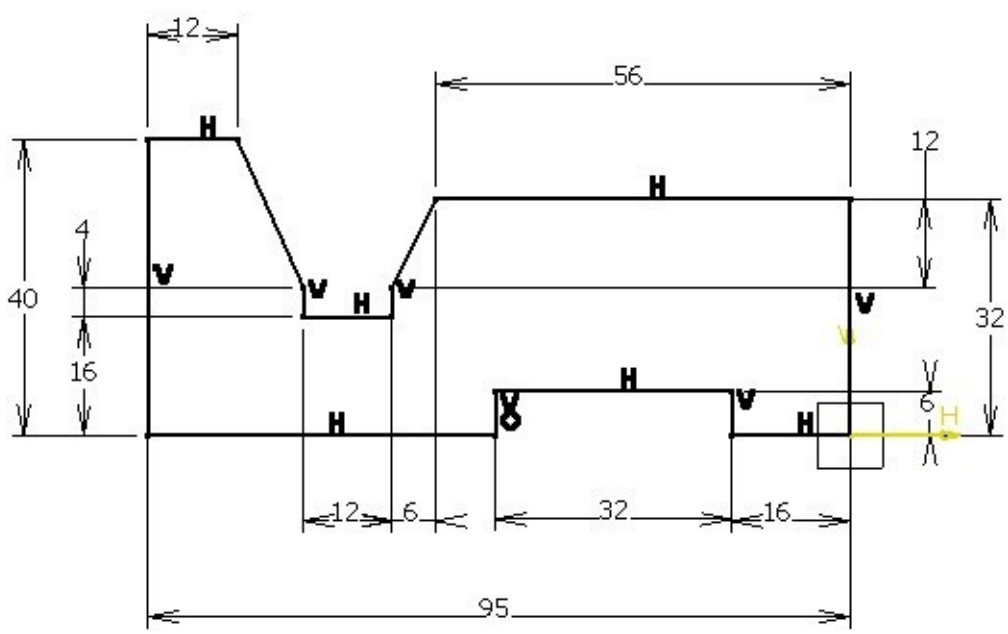

Figure 5-39 *Sketch of the base feature*
a. Start a new file in the **Part** workbench, draw the sketch of the base feature on the yz plane, and extrude the sketch to a distance of 40 units using the **Pad** tool, refer to Figures 5-39 and 5-40.
2. Draw the sketch, as shown in Figure 5-39, and exit the **Sketcher** workbench.